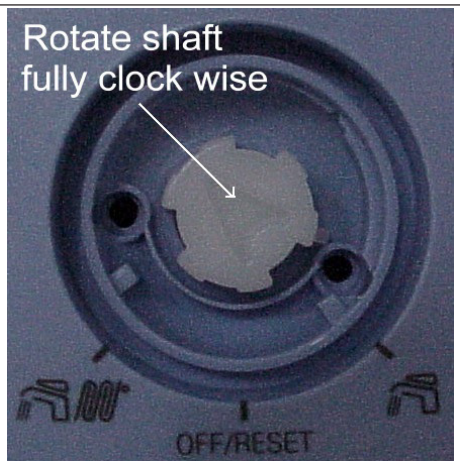

Fig. 38
- Remove the mode selector knob and turn the shaft fully clockwise (see fig. 38).